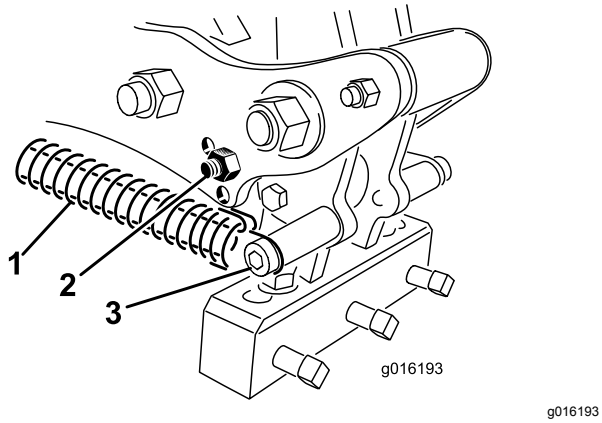

Figur 39
3. Frigör fjäderspänningen till luftarpinnshuvudet (Figur 39).
4. Ta bort stötdämparskruven och stötdämparen från länkarmen och sätt i dem i det andra justeringshålet (Figur 39).